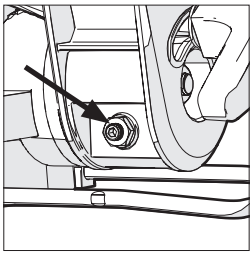

Fig. 10
- Desserrez le contre - écrou sur la vis de réglage de l'angle de biseau avec une clé de 10 mm et la clé 3mm à tête hexagonale (non fourni). **(Fig. 10)**